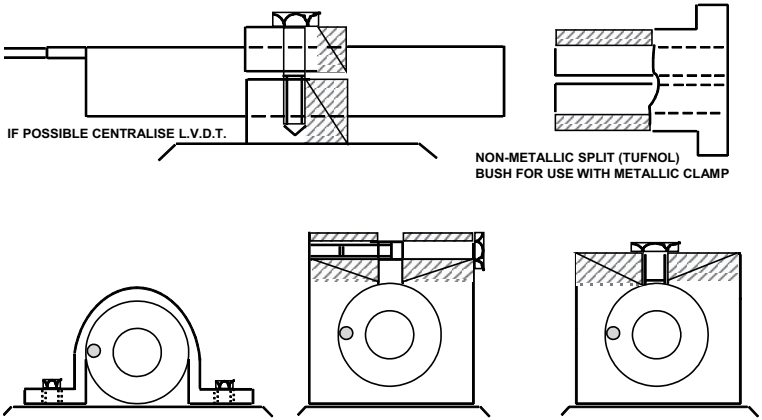

Fig 6.1 Examples of Clamping Methods
4) Connect the output BICM to the display instrument, in this case a voltmeter on the DC range as shown in Fig. 6.1.